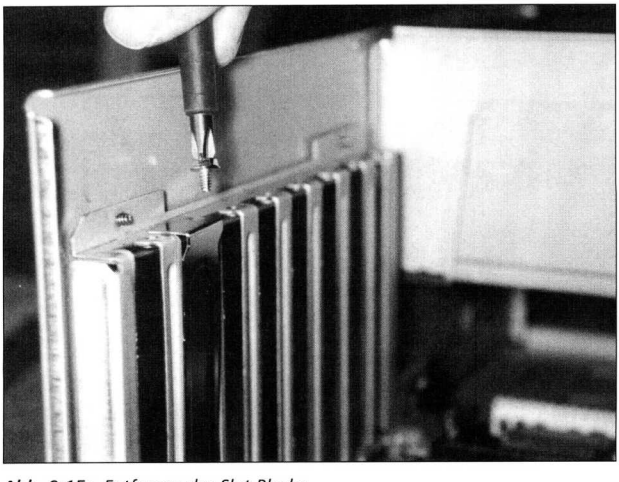

Abb. 9.15: *Entfernen des Slot-Blechs*
2. Um nun eine neue Karte in ein Board zu stecken, muß – wie soll es auch anders gehen – das Gehäuse geöffnet sein. Lösen Sie dann zunächst, wie in der Abbildung 9.15 dargestellt, das Gehäuseblech auf der Rückseite des Gehäuses, das genau über dem Slot liegt, in den Sie die neue Karte einsetzen wollen.